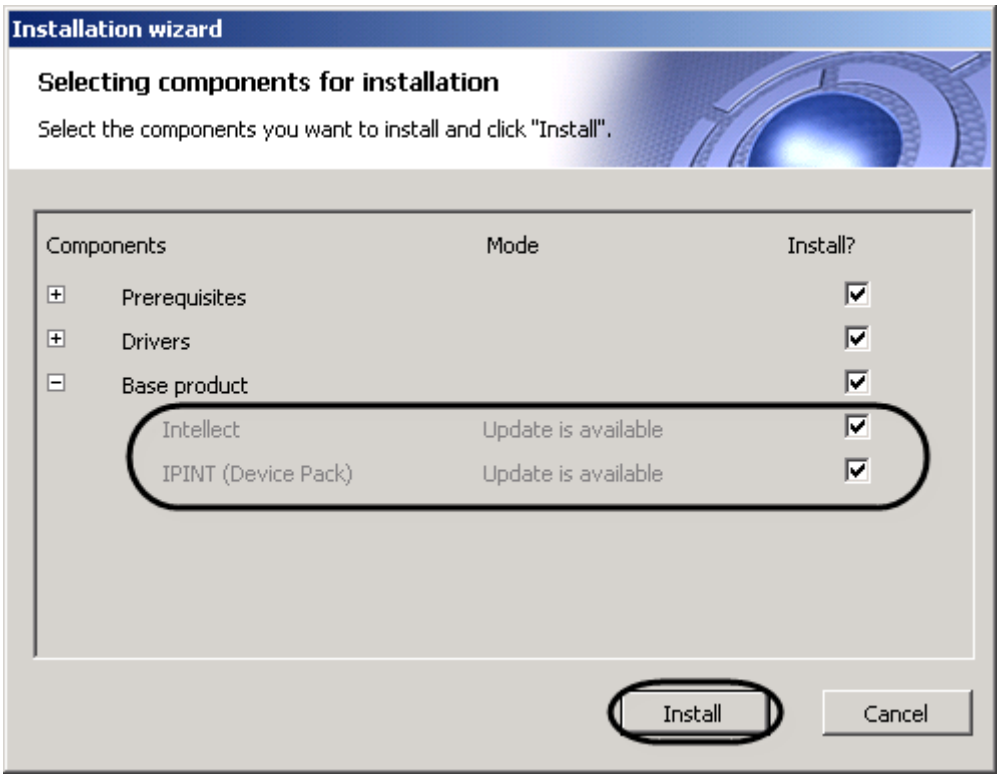

Figure 5.1-46 The "Selecting components for installation" dialog box
The “Selecting components for installation” dialog box is displayed (Figure 5.1-46).
7. Set the checkboxes next to the components that are to be installed (Figure 5.1-46).
8. Click the "Install" button (Figure 5.1-46).